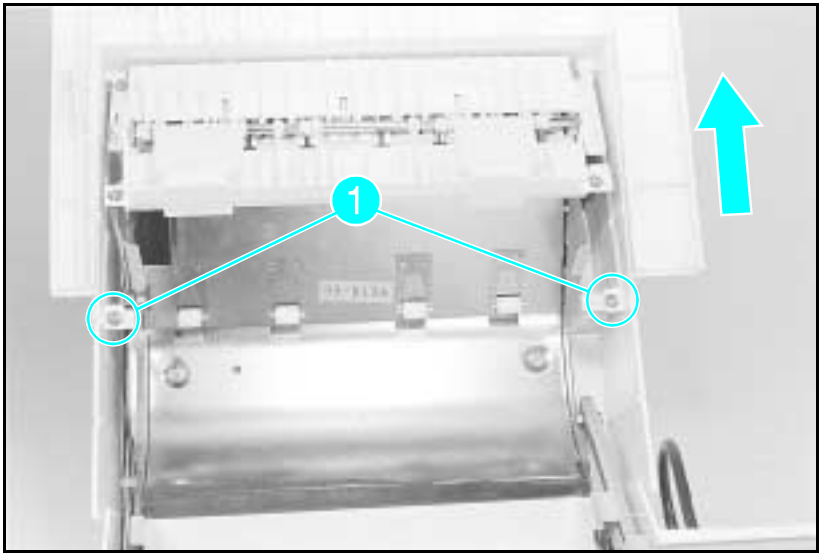

Figure A-5 Switchback Cover
1 Remove the (2) screws shown in Figure A-5, callout 1.